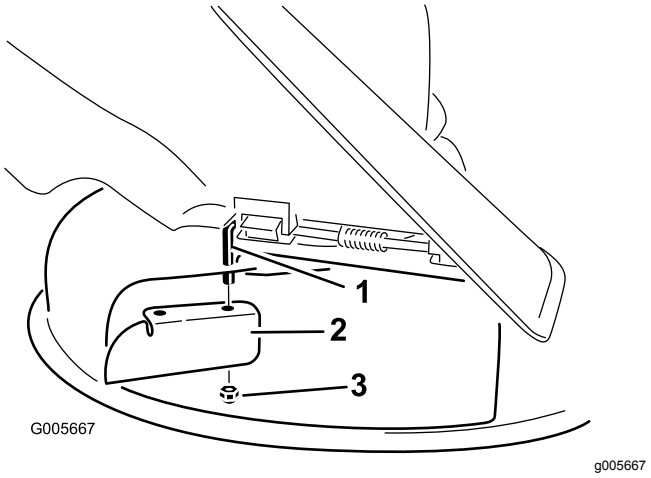

Figur 24
7. Monter kantskjermen på den eksponerte dreiestangen (Figur 24).
3. Fjern kantskjermen fra klippeenheten (Figur 24).